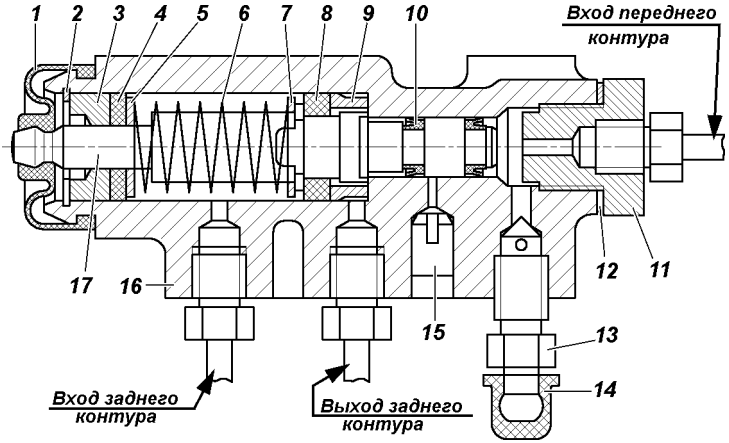

Рис. 9.32. Регулятор давления:
Регулятор давления. На автомобилях, не оснащенных антиблокировочной системой тормозов, устанавливается регулятор давления (рис. 9.32), который обеспечивает оптимальное распределение тормозных сил по осям автомобиля и не дапускает блокировку задних колес раньше передних. При обслуживании проверяйте работоспособность регулятора давления. Очищайте регулятор от грязи и проверяйте надежность его крепления. Внешним осмотром убедитесь, что регулятор и детали его привода не имеют повреждений, отсутствуют подтекания тормозной жидкости и люфты в соединении стойки с упругим рычагом и кронштейном на заднем мосту.
3. Заверните болт 3 до соприкосновения его с хвостовиком поршня 17 (см. рис. 9.32) регулятора.